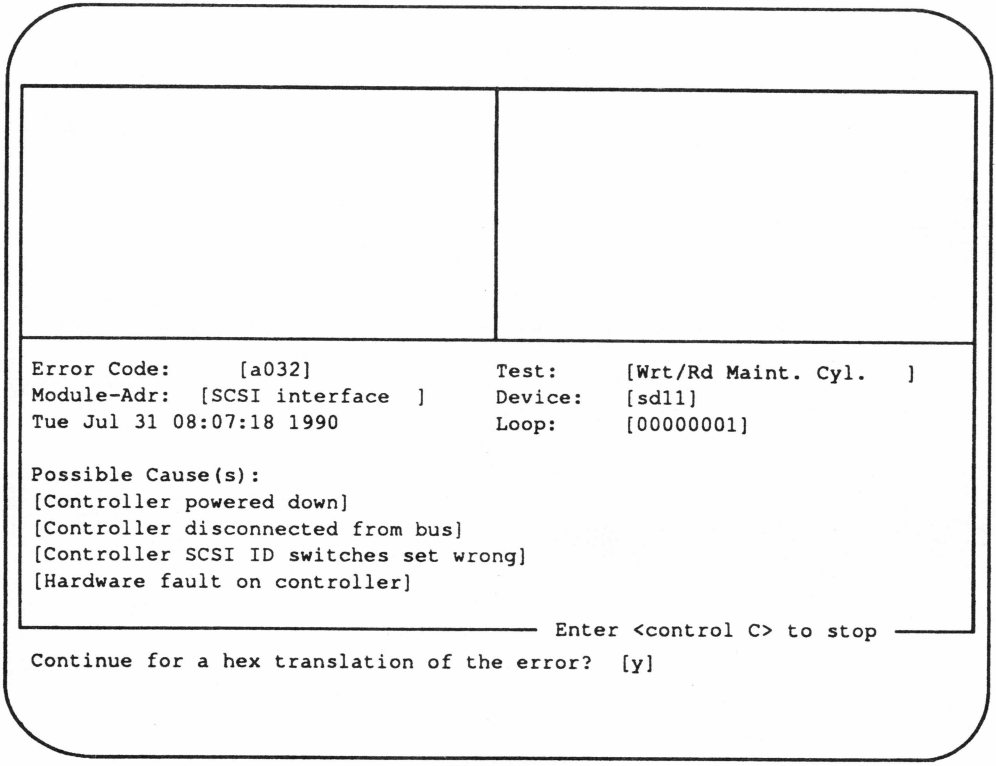

Figure 2-8. Possible Cause Information for a Fixed Disk Error (Example)
- Possible cause report (operator activated if displayed); see Figure 2-8
When you press < **cr** >, the SCSI diagnostic system displays possible cause information, as in Figure 2-8.